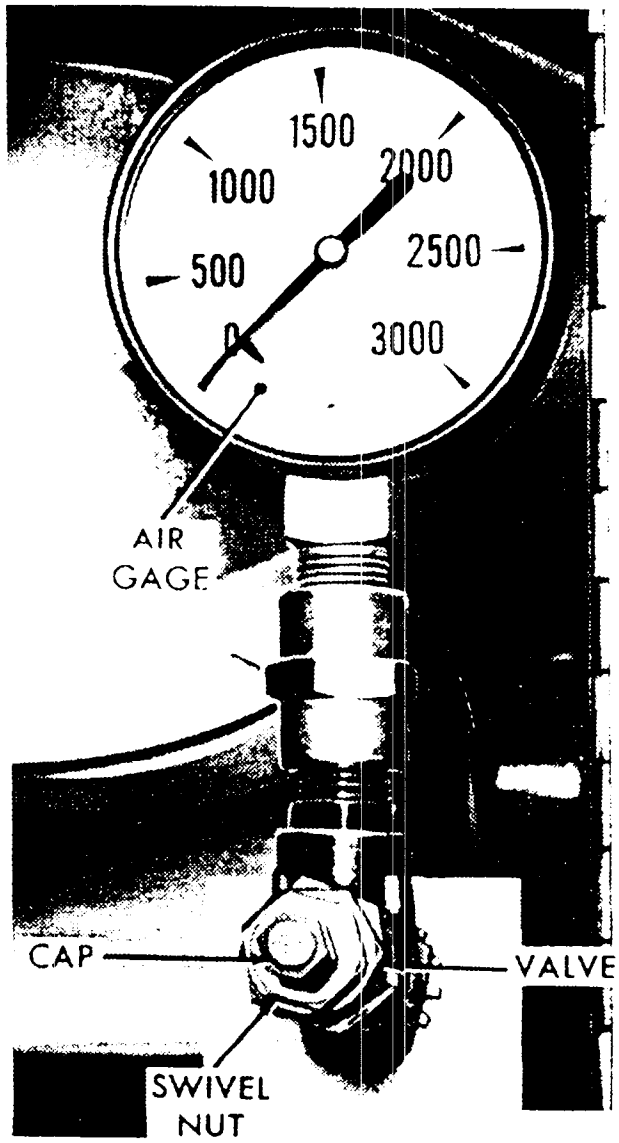

*Figure 237. Accumulator filler valve.*
*d.* Loosen the swivel nut one-half to one complete turn counterclockwise (fig. 237).